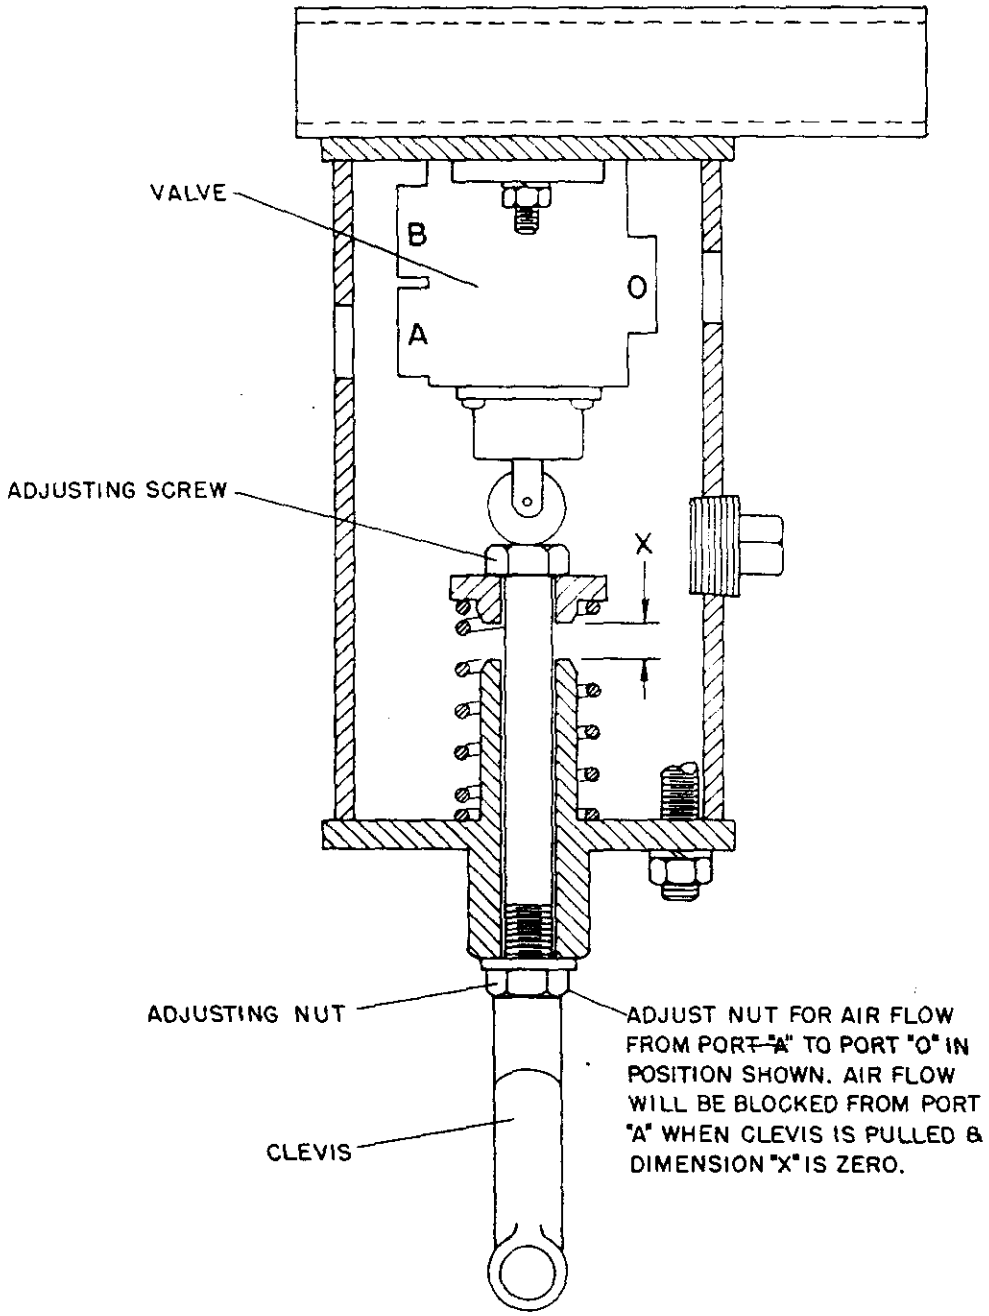

FIGURE 33A
1. The adjusting nut should be turned one way or the other until the spring in the valve assembly causes the valve roller to be pressed completely down without any weight on the clevis as shown in Figure 33A. Air will then flow from port "A" to port "O". This is the "shutdown" position.